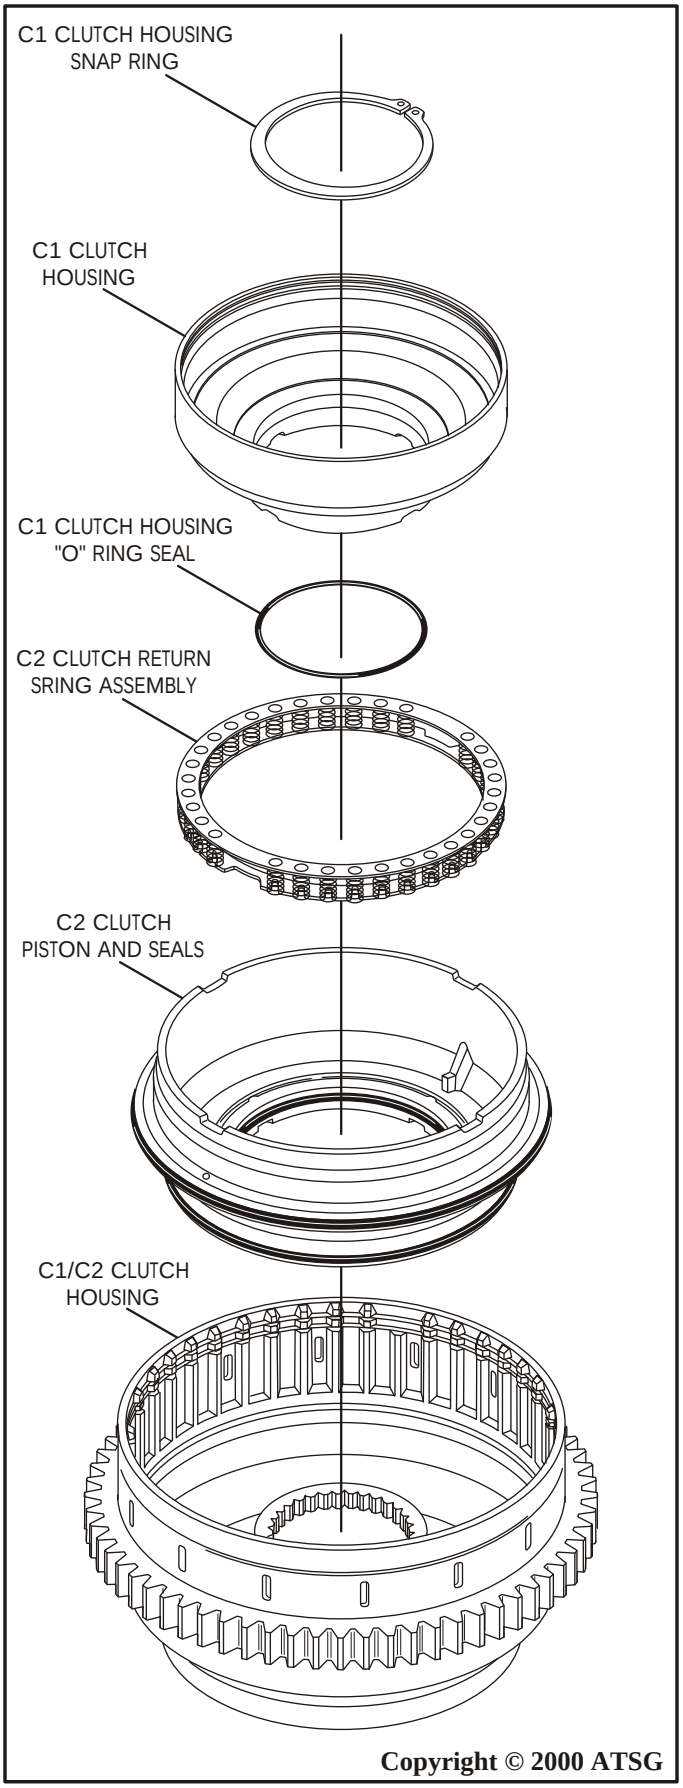

Figure 105
10. Install the C2 clutch piston and seals into the C1/C2 clutch housing as shown in Figure 105. ***Note: Care should be used during assembly so as not to damage piston seals.***
11. Install the C2 piston return spring assembly on top of the C2 piston in the housing, as shown in Figure 105.
13. Lubricate the installed "O" ring seal and inside diameter of the C1 clutch housing with a small of TransJelä, and install the C1 clutch housing as shown in Figure 105.